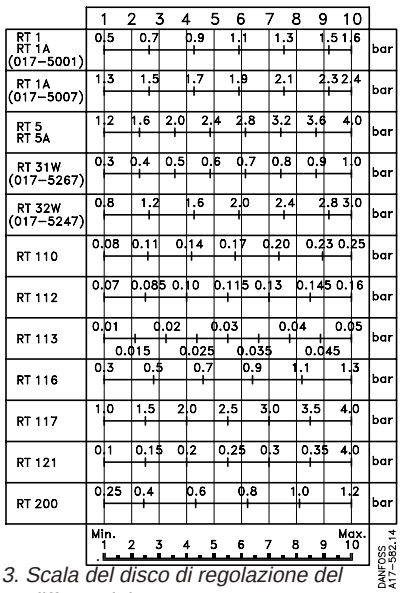

Fig. 3. Scala del disco di regolazione del differenziale
Il valore viene impostato usando la manopola di regolazione (5) leggendo allo stesso tempo la scala di regolazione (9). Per i pressostati muniti di cappuccio di tenuta, devono essere usati appositi utensili. In unità provviste di differenziale fisso, la differenza tra pressione di inserimento e disinserimento è fissa. Se le unità hanno differenziale regolabile, il coperchio anteriore deve essere rimosso. Il disco differenziale (19) deve essere impostato in base al diagramma di fig. 3.
La pressione di avvio di 6 bar deve essere impostata sulla scala. Il differenziale deve essere regolato come differenza tra la pressione d'arresto (7 bar) e la pressione d'avvio (6 bar)=1 bar. In base alla fig. 3, il differenziale deve essere impostato su 8.